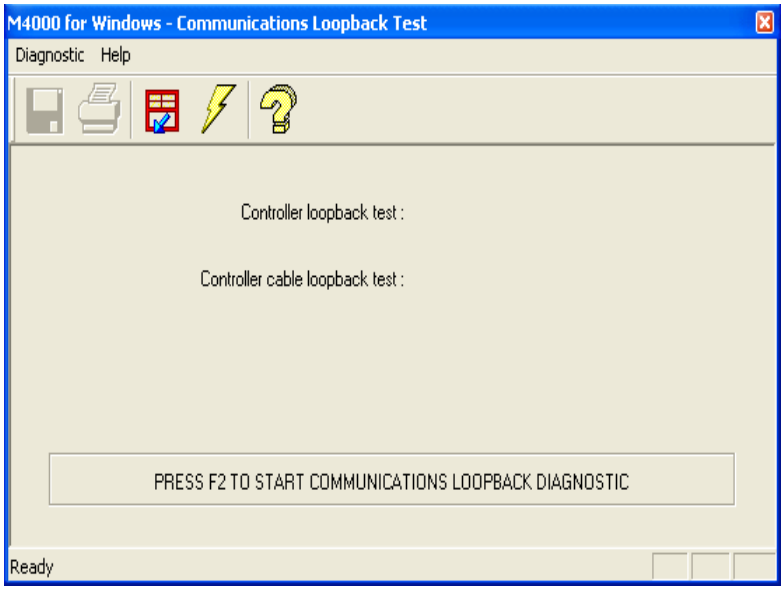

Figure 4.20 Running the Communications Loopback Test
The Communications Loopback Test is run by selecting that option (Figure 4.20) from the Diagnostics pull-down menu and following the on-screen instructions.
1. Follow the directions provided in Figure 4.20, i.e., remove the communications cable from the M4200c and replace it with the test plug. Then press **F2** to start the test.